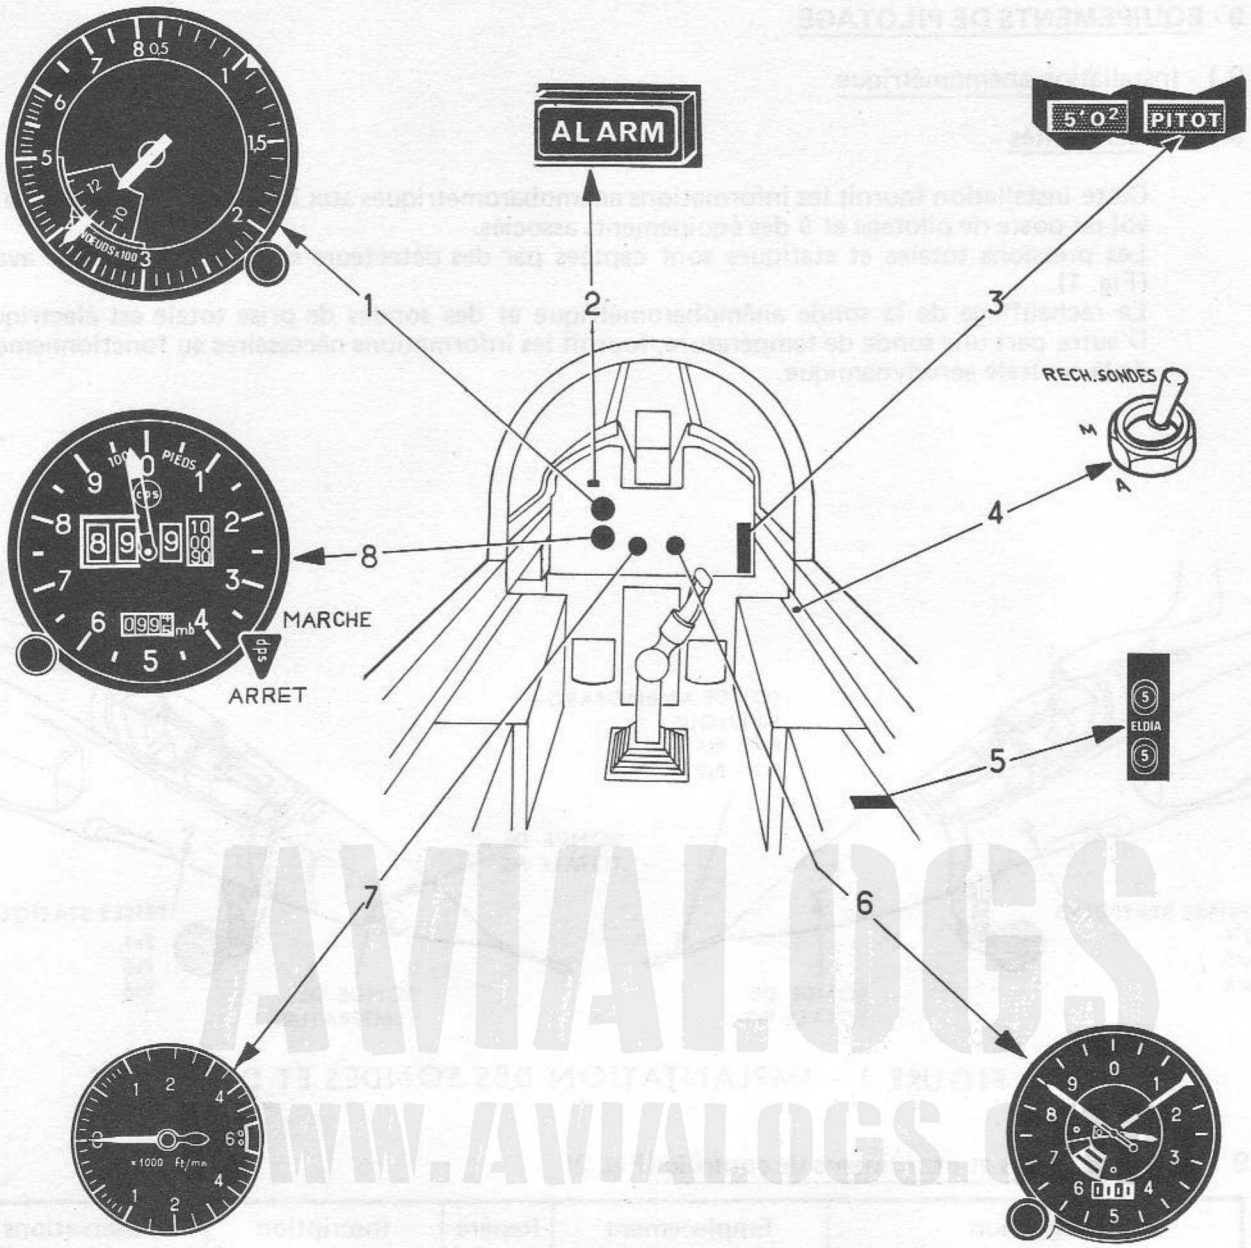

FIGURE 2 - COMMANDES ET CONTROLES DE L'INSTALLATION ANEMOMETRIQUE
9.1.1 - Commandes et instruments de contrôle (Fig. 2)
9.1.3 - Utilisation normale (Fig. 2)